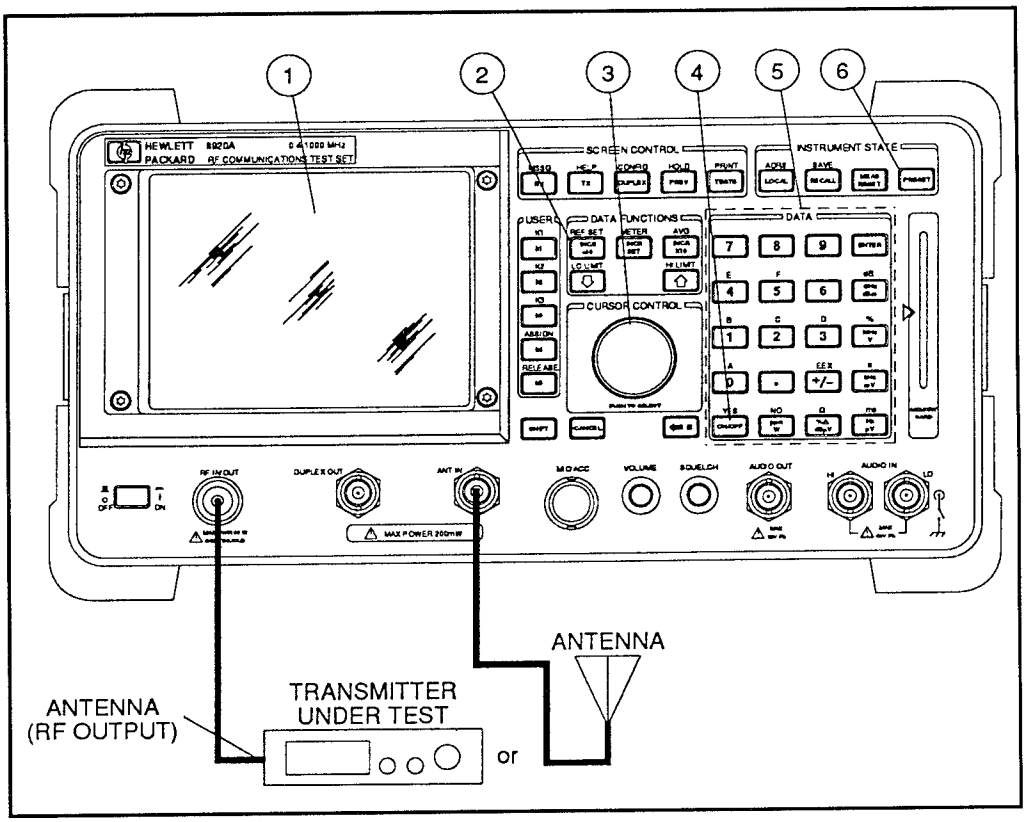
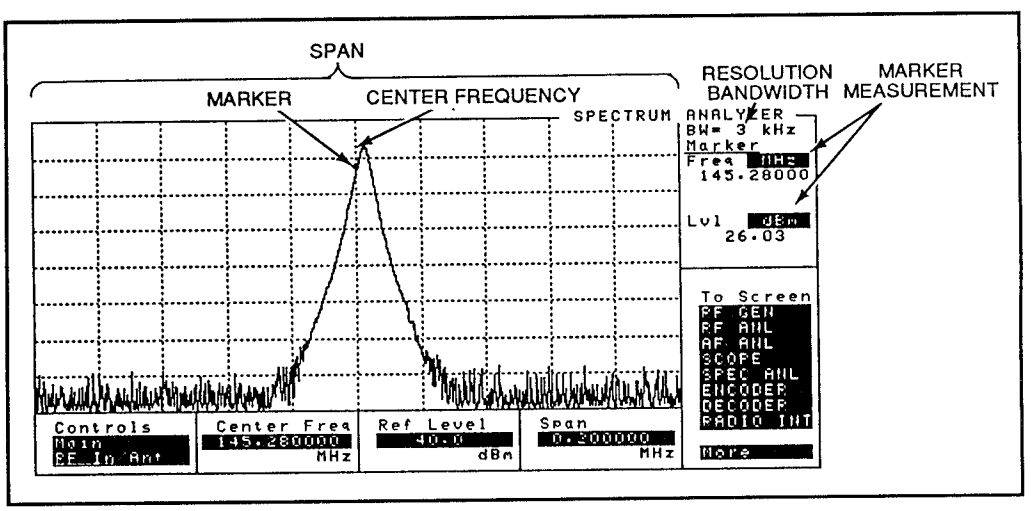

Figure 27: Using the Spectrum Analyzer
Figure 28: Spectrum Analyzer Main screen
1. Connect the signal input to the RF IN/OUT or ANT IN connector (see Figure 27). Use the RF IN/OUT connector for measuring transmitter output or other high-power signals. Use the ANT IN connector for all other low-level signals (provides higher sensitivity).
2. On the HP 8920A, press the PRESET key (4). Use the knob (3) to select **SPEC ANL** from the **To Screen** field.
3. The Main screen controls (see Figure 28) are changed using the knob (3) and data entry keys (5) as follows: